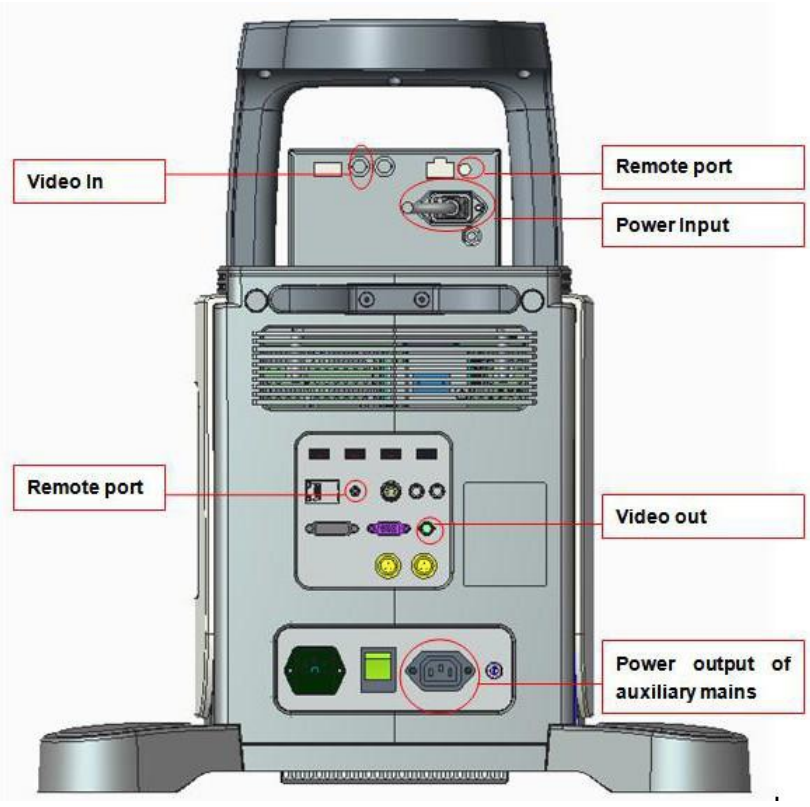

Fig.3-3
1) It needs three cables: Remote cable, Video signal cable, Power cord. See picture in Fig.3-3.
2) Connect the remote cable to remote port on the back panel of ultrasound system. See picture in Fig.3-3.
3) Connect the video signal cable to the Video Out port on the back panel of the ultrasound system. See picture in Fig.3-3.
4) Connect the Power cord to the Power output of auxiliary mains on the back panel of the ultrasound system. See picture in Fig.3-3.